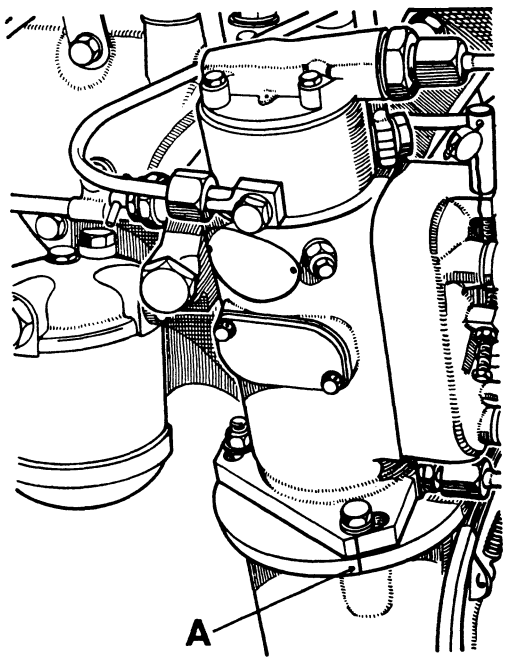

Figure 14. INJECTION PUMP TIMING MARKS
The injection pump is attached by three studs on the pump drive housing, and the pump mounting holes are slotted to permit pump body to be turned for injection timing adjustment. To assist in obtaining the correct timing position the pump flange is marked with a groove and when the timing is set during assembly a mark is made on the carrier flange in line with the mark on pump. Any pump can thus be fitted and the original timing obtained by placing the two marks in alignment. (See Fig. 14.)
4. Rotate pump body until timing marks line up (see Fig. 14) and tighten the three holding nuts.